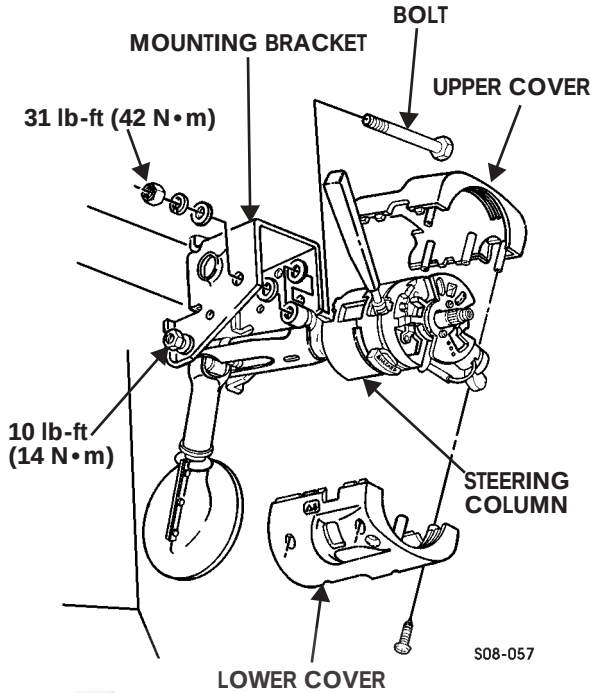

Figure 8-15: Steering Column Covers
1. Remove five screws and lower cover from steering column (Figure 8-15).
8. Position upper steering column cover on steering column (Figure 8-15).